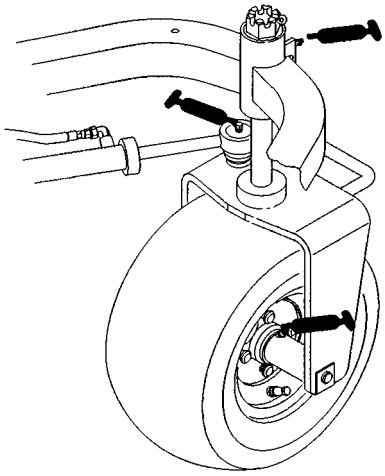
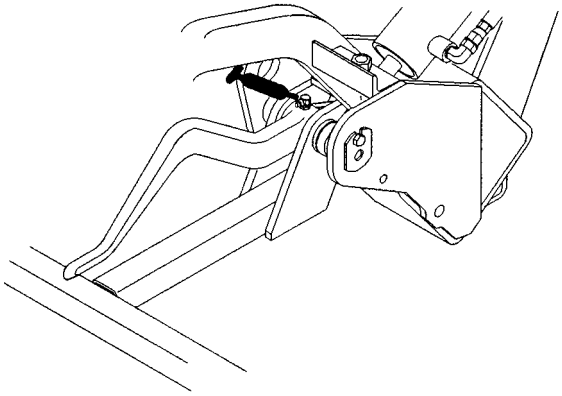
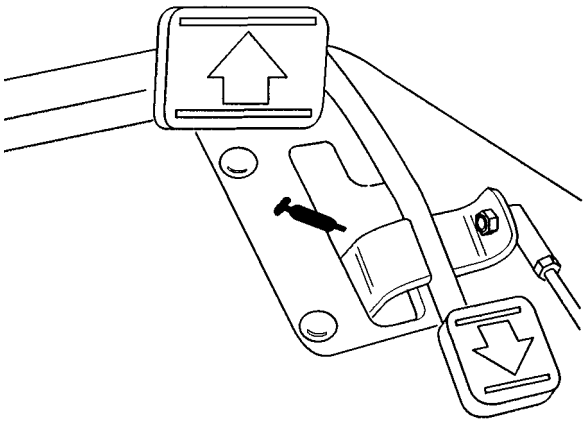

Afbeelding 19
Afbeelding 20
Afbeelding 21
De lagers en lagerbussen van de tractie-eenheid die gesmeerd moeten worden zijn: naaf achterwiel (1), lager zwenkwiel (1), stuurcylinder (2) (Afb. 19), liftarmen (3) (Afb. 20), scharnierpunt tractiepedaal (1) (Afb. 21).